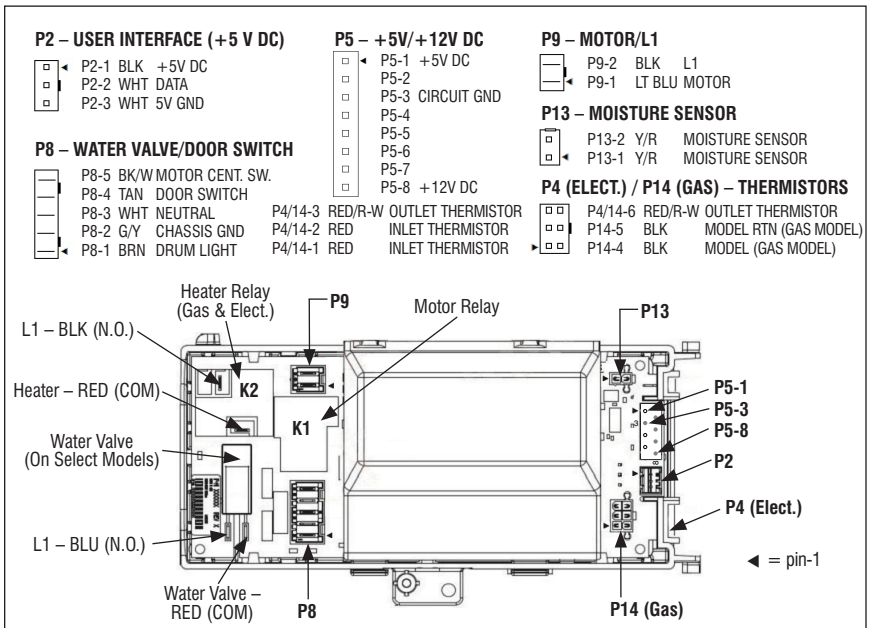
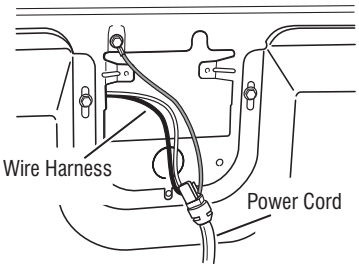
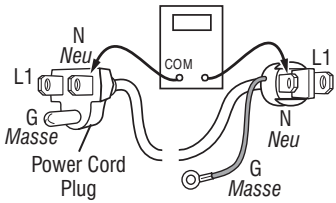

Figure 2 - CCU Connectors & Pinouts
Figure 6 - Power cord-to-wire harness connection for gas dryer.
Figure 7 - Power cord terminals, gas dryer.
3. Remove console to access the CCU and User Interface (UI).
5. CCU AC – With voltmeter set to **AC**, connect black probe to CCU P8-3 (N) and red probe to P9-2 (L1). (See Figure 2.)
3. Check that the power cord is firmly connected to the dryer's wire harness. See Figure 6.
5. With an ohmmeter, check for continuity between the neutral (N) terminal of the plug and P8-3 (white wire) on the CCU. The left-hand side of Figure 7 shows the position of the neutral terminal (N) on the power cord plug. Also see Figure 2, page 9.
- If there is no continuity, disconnect the white wire of the main harness from the power cord at the location illustrated in Figure 6. Test the continuity of the power cord neutral wire as illustrated in Figure 7. If an open circuit is found, replace the power cord. Otherwise, go to step 6.
- If there is no continuity, check the continuity of the power cord in a similar way to that illustrated in Figure 7, but for power cord's L1 wire.